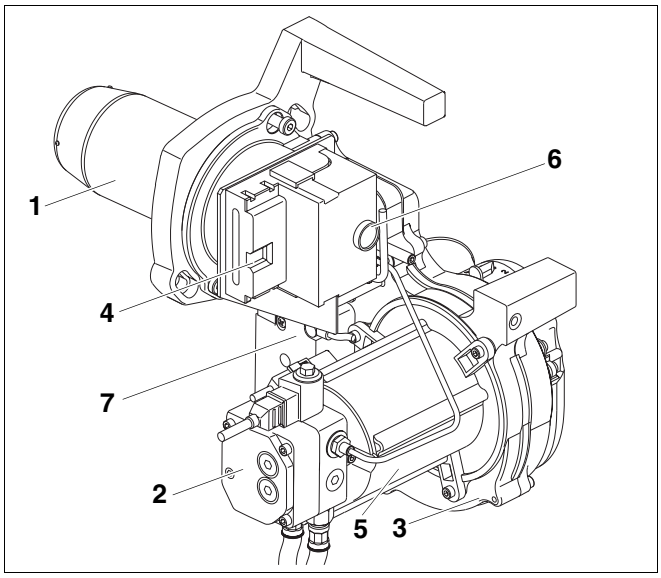

Fig. 1 Bruciatore Logatop SE
– Boccaglio (fig. 1, **pos. 1**)
– Pompa a gasolio con valvola magnetica e tubi flessibili per l'allacciamento del gasolio (fig. 1, **pos. 2**)
– Involucro del bruciatore (fig. 1, **pos. 3**)
– Collegamento bruciatore per spina a 7 poli (fig. 1, **pos. 4**)
– Motore del bruciatore (fig. 1, **pos. 5**}
– Automatismo di combustione gasolio con tasto di riarmo (fig. 1, **pos. 6**)
– Trasformatore d'accensione (fig. 1, **pos. 7**)
Il bruciatore (fig. 1) è collegato all'apparecchio di regolazione mediante un attacco ad innesto (spina a 7 poli).